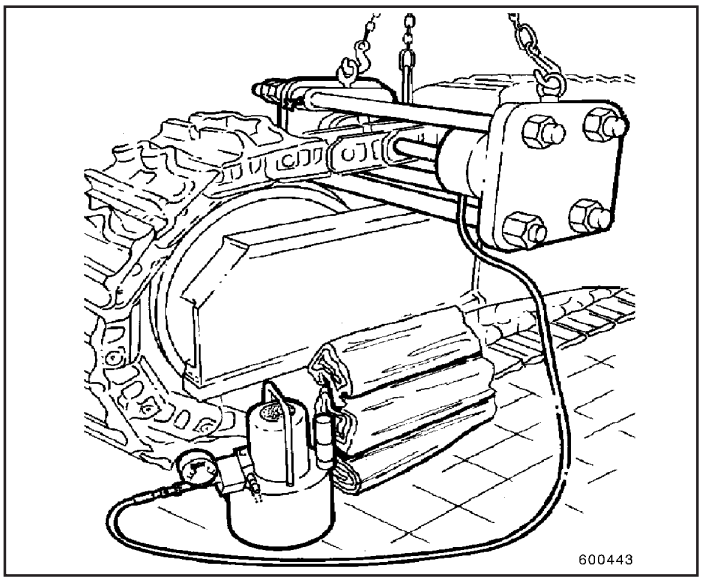

Fig. 3
- Aplique a prensa destinada a remoção de pinos (Fig.3) e pressione o pino mestre para fora.